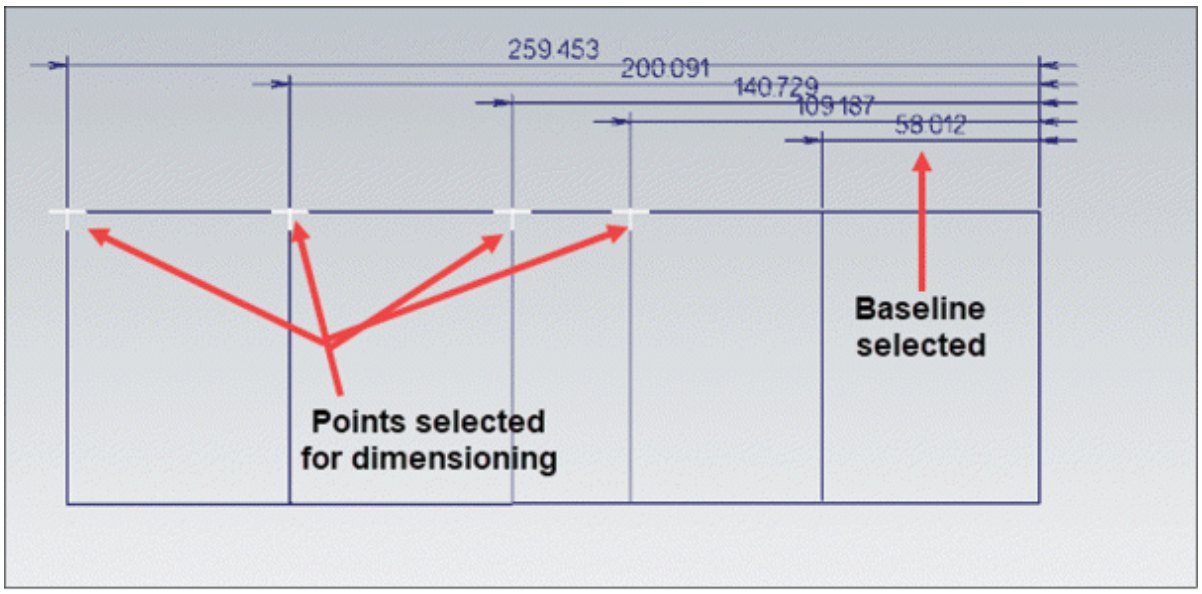

Figure-15. Baseline dimensions created
- Select desired end points one by one. The dimensions will be created; refer to Figure-15.